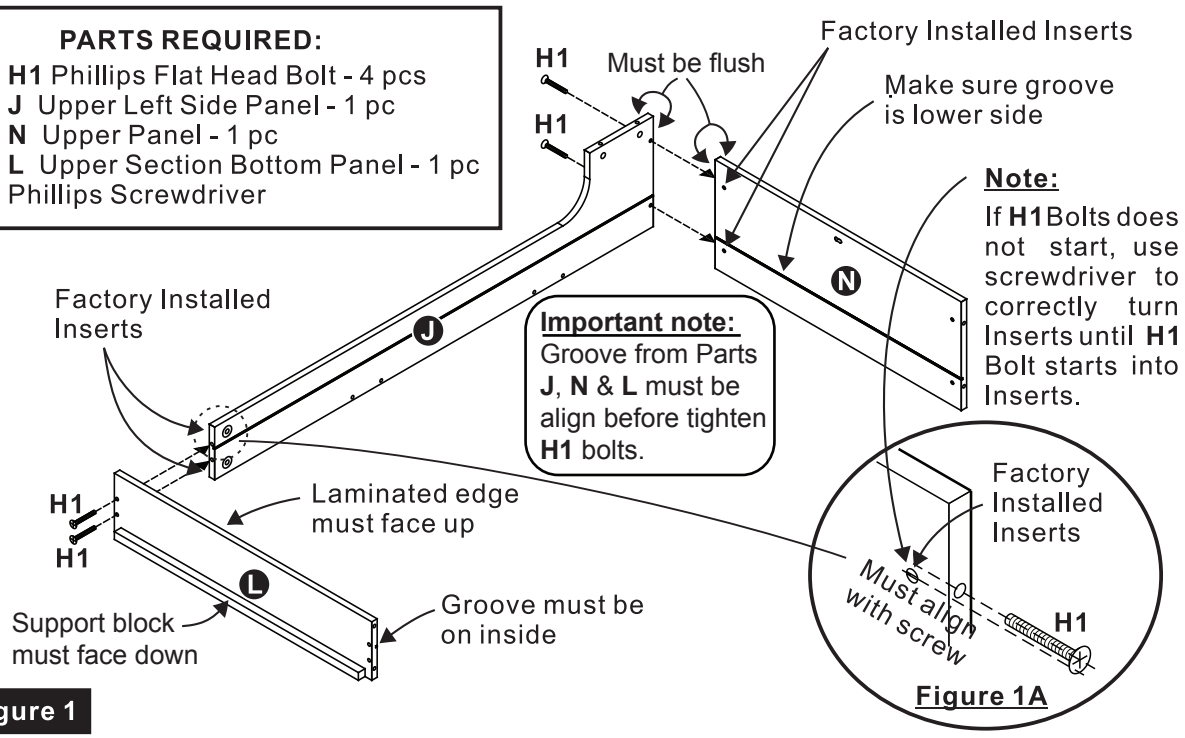

Figure 1
1. Attach Parts **N** and **L** to Part **J** using Phillips Flat Head Bolts (**H1**). See **Figure 1**. Factory Installed Inserts on Part **N** and Part **J** must be aligned to screw holes for proper attachment. See **Figure 1A**. Make sure grooves on all parts are aligned. Tighten, but do Not over tighten or strip out **H1** Bolts.